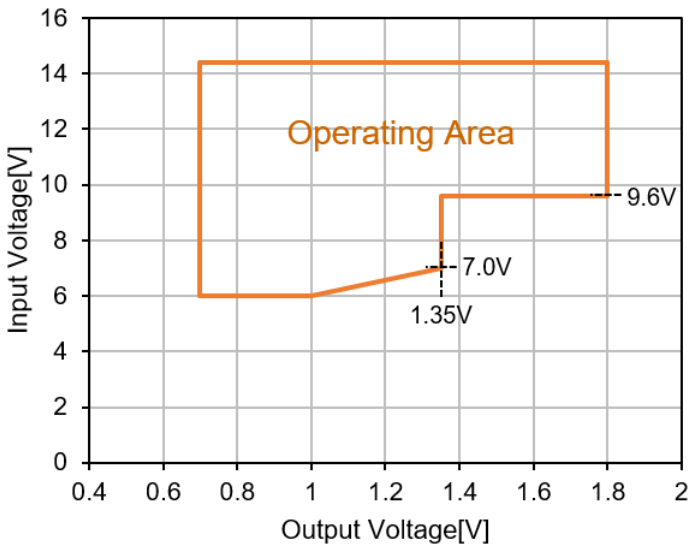

Figure 9. Output Voltage Range
(1) Min/Max specifications are 100% production tested at Ta=25 degC, unless otherwise noted. Limits over the operating range are guaranteed by design.
(2) See the section of “Limitation of Input Voltage slew rate”.
(3) Guaranteed by design.
(4) See the Output Voltage Range of fig.9.
(5) Only statics state.
(6) The temperature of TEMP sensor includes some error from the surface temperature.
The MYTNC1R84RELA2RA has a soft start function. This function suppresses the inrush current and the output voltage overshoot. When the function is operating, the converter is controlled in discontinuous current mode (DCM), so the output ripple voltage may be larger than steady-state behavior which is in continuous current mode (CCM). If the input voltage drops and the operating condition deviates from the supported operation range of fig.9 “Output Voltage Range”, you should discharge the input voltage below the V_{IN_UVL} and then restart.